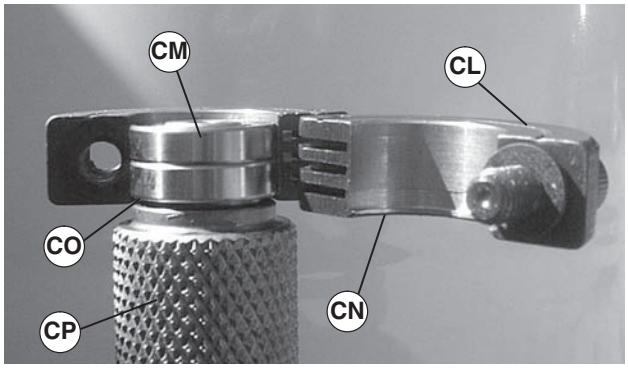

Figure 50
1. Place bearing removal tool (part # 450281) (Figure 50, item CL) over bearing (CM) with lip (CN) located in gap (CO) between bearing and spindle (CP) as shown.